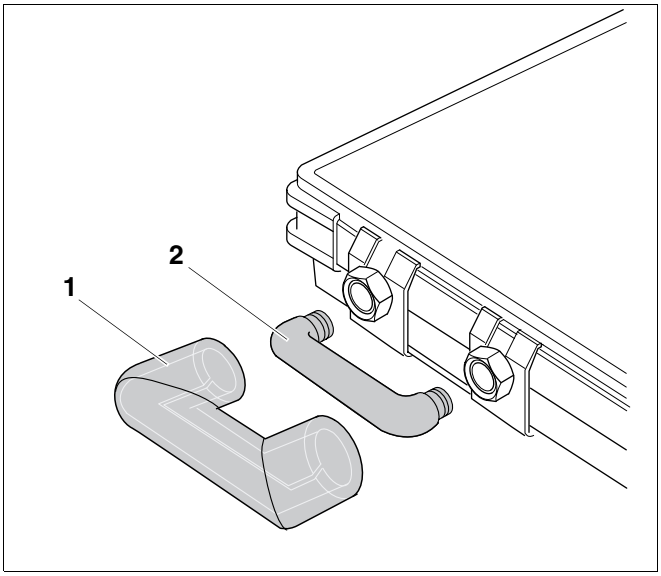
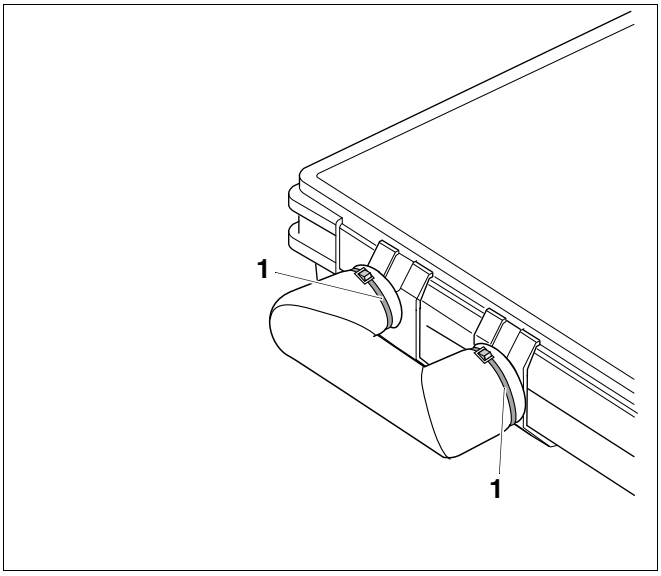

Afb. 68 Tichelmannbocht monteren
Afb. 69 Isolatie bevestigen
- Houd de Tichelmannbocht (afb. 68, **pos. 2**), eventueel met een dubbele schroefkoppeling, aan de bovenste aansluiting van de laatste collector en draai de aansluitingen manueel vast.
- Schuif de isolatie (afb. 68, **pos. 1**) over de Tichelmannbocht (afb. 68, **pos. 2**).
- Bevestig de isolatie (afb. 68, **pos. 1**) met twee kabelbinders (afb. 69, **pos. 1**).